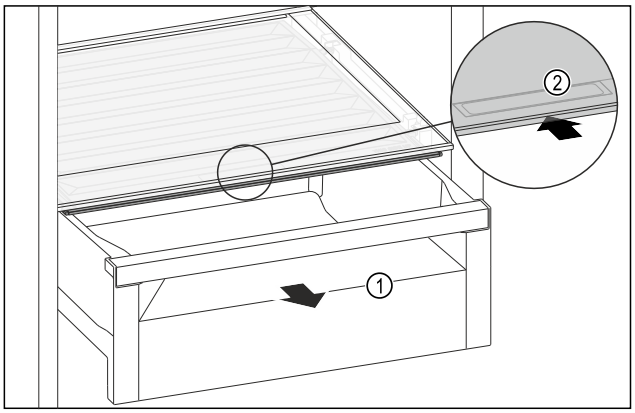

Fig. 151
▶ Izvlecite predal *Fig. 151 (1)*.
▶ Primite prijemalno vdolbino *Fig. 151 (2)* na pokrovu predala in pokrov predala istočasno potisnite nazaj.